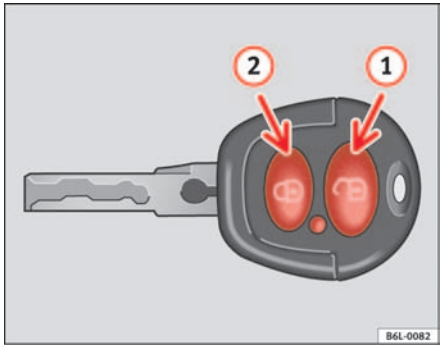
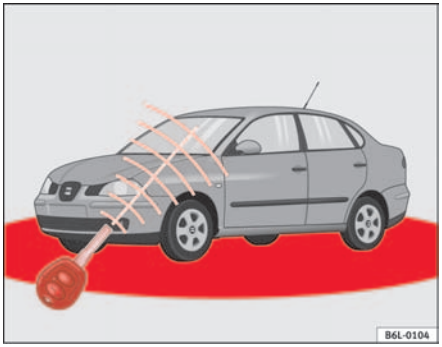

Fig. 47 Assignment of buttons on the remote control key
Fig. 48 Range of the remote control
The range (red zones) ⇒ fig. 48 of the remote control is shown in the diagram. The maximum range depends on a number of circumstances.
To **open**, place the key within the range, pointing towards the vehicle and briefly press the open button 🔓 ⇒ fig. 47 (1). The indicators flash twice. To ▶
close the vehicle, press the close button briefly ⇒ fig. 47 (2). The indicators flash once.
By pressing the locking button **twice** ⇒ page 76, fig. 47 (2) both the locking security mechanism (double) and the volumetric alarm* are deactivated but the perimetric alarm* remains active and this is indicated by the indicator light on the driver's door.
When the button ⇒ page 76, fig. 47 (1) is used the driver's door is unlocked, all others remain locked.
Press the button ⇒ page 76, fig. 47 (1) twice to unlock all doors.
- The remote control functions only when you are in range ⇒ page 76, fig. 48 (red area).
- If the vehicle is unlocked using the (1) button, the vehicle will be locked again automatically if any of the doors or the tailgate are not opened within 30 seconds of unlocking the vehicle. This function prevents the vehicle from remaining unlocked if the unlocking button is pressed by mistake.
– Use both keys that have been delivered with the vehicle; the key with the remote and the normal key ⇒ page 76, fig. 47 ⇒ page 76, fig. 48.
- At the same time press the button (1) on the remote control key.